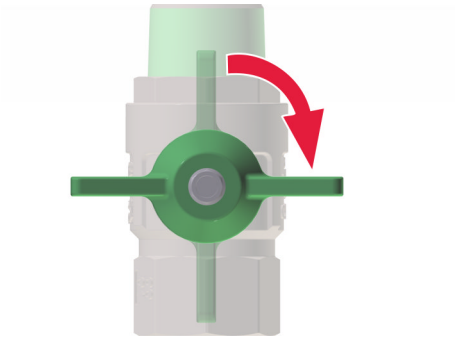

Rys. 24: Zamknięcie głównych zaworów odcinających
1. Zamknąć wszystkie główne zawory odcinające (Rys. 24) na stacji przygotowania świeżej wody ciepłej.